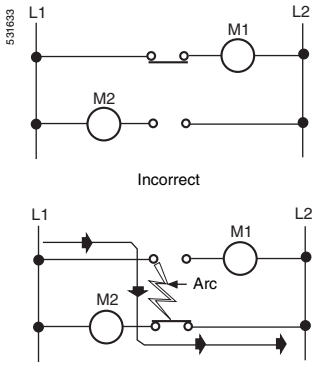
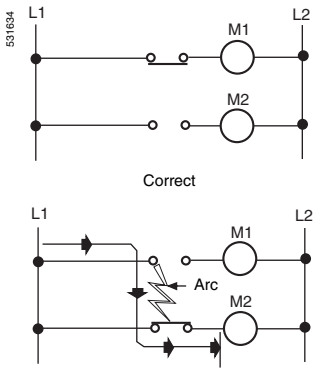

Figure 7—Contacts connected to opposite polarities. Line to line short (bold line) can occure through arc drawn when contacts operate
Figure 8—Contacts connected to same polarity. Line to line short cannot occur when contacts operate
- The single pole, double throw contacts of a snap switch used in a limit switch should not be used on opposite polarities. When load M1 is connected between the contact and line L2, and load M2 is connected between the other contact and line L1 (figure 7), a line-to-line short (bold line) can occur through the arc, which may be drawn as the contacts operate. When contacts are connected to the same polarity (figure 8), this line-to-line short cannot occur.